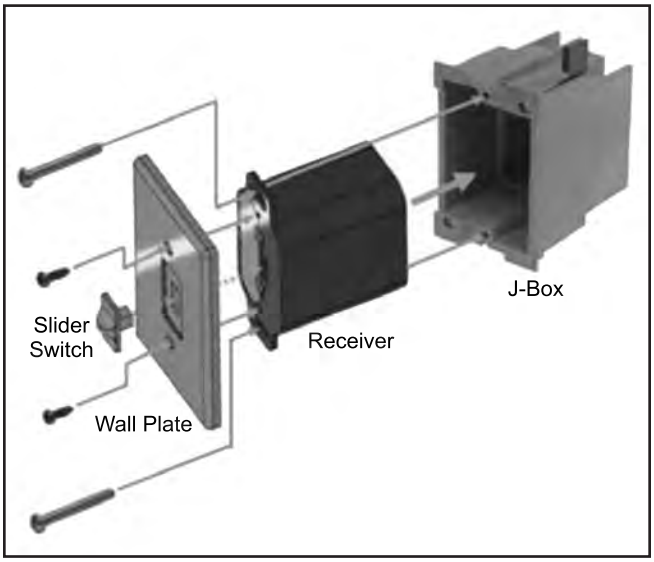

Figure 59: Wall Mounting the Receiver.
2. Install the Receiver in the Junction box using the existing J box screws (Figure 59).
3. Insert the four (4) AA type batteries in the battery compartment with the correct polarity.
9. Using the two (2) screws provided secure the cover plate to the Receiver.